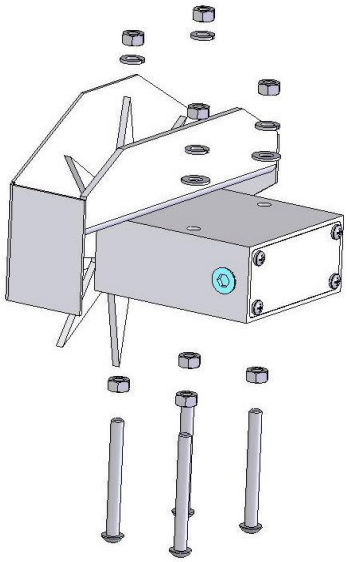

Figure 10
3. Install the eight (four per side) 5/16” x 3” Allen head cap screws. Make sure the Allen heads are in the bale chamber. Secure using eight 5/16” hex nuts. Figure 10
6. Secure the star wheels and twine diverters with four 5/16” hex nuts, lock washers, and two flat washers. Figure 10